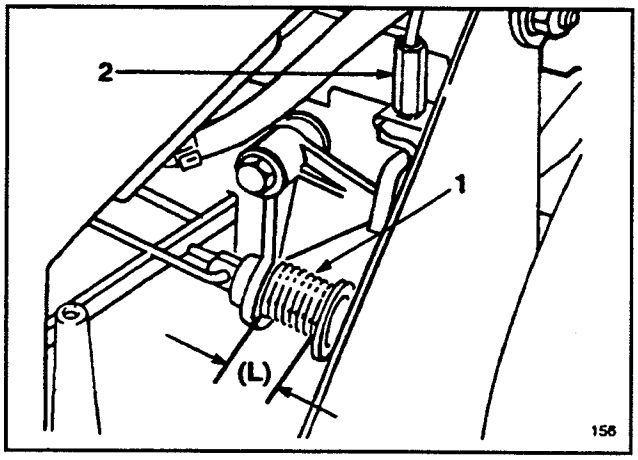

Figura 29
3. Abbassate la barra di comando e sollevatela poi contro le stegole. Tenendo la barra contro le stegole, misurate la lunghezza della molla (L) sul suo lato frontale, come indicato nella Figura 29.